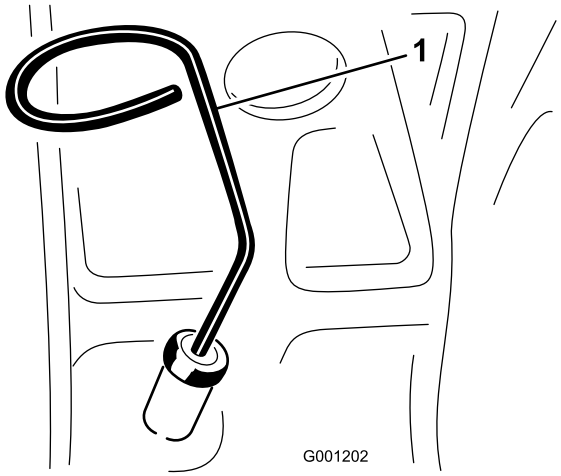

Figur 21
2. Ta ut peilestaven (Figur 21), tørk den ren og sett den tilbake på plass. Ta ut peilestaven, og kontroller oljenivået. Oljenivået skal gå opp til Full-merket på peilestaven.